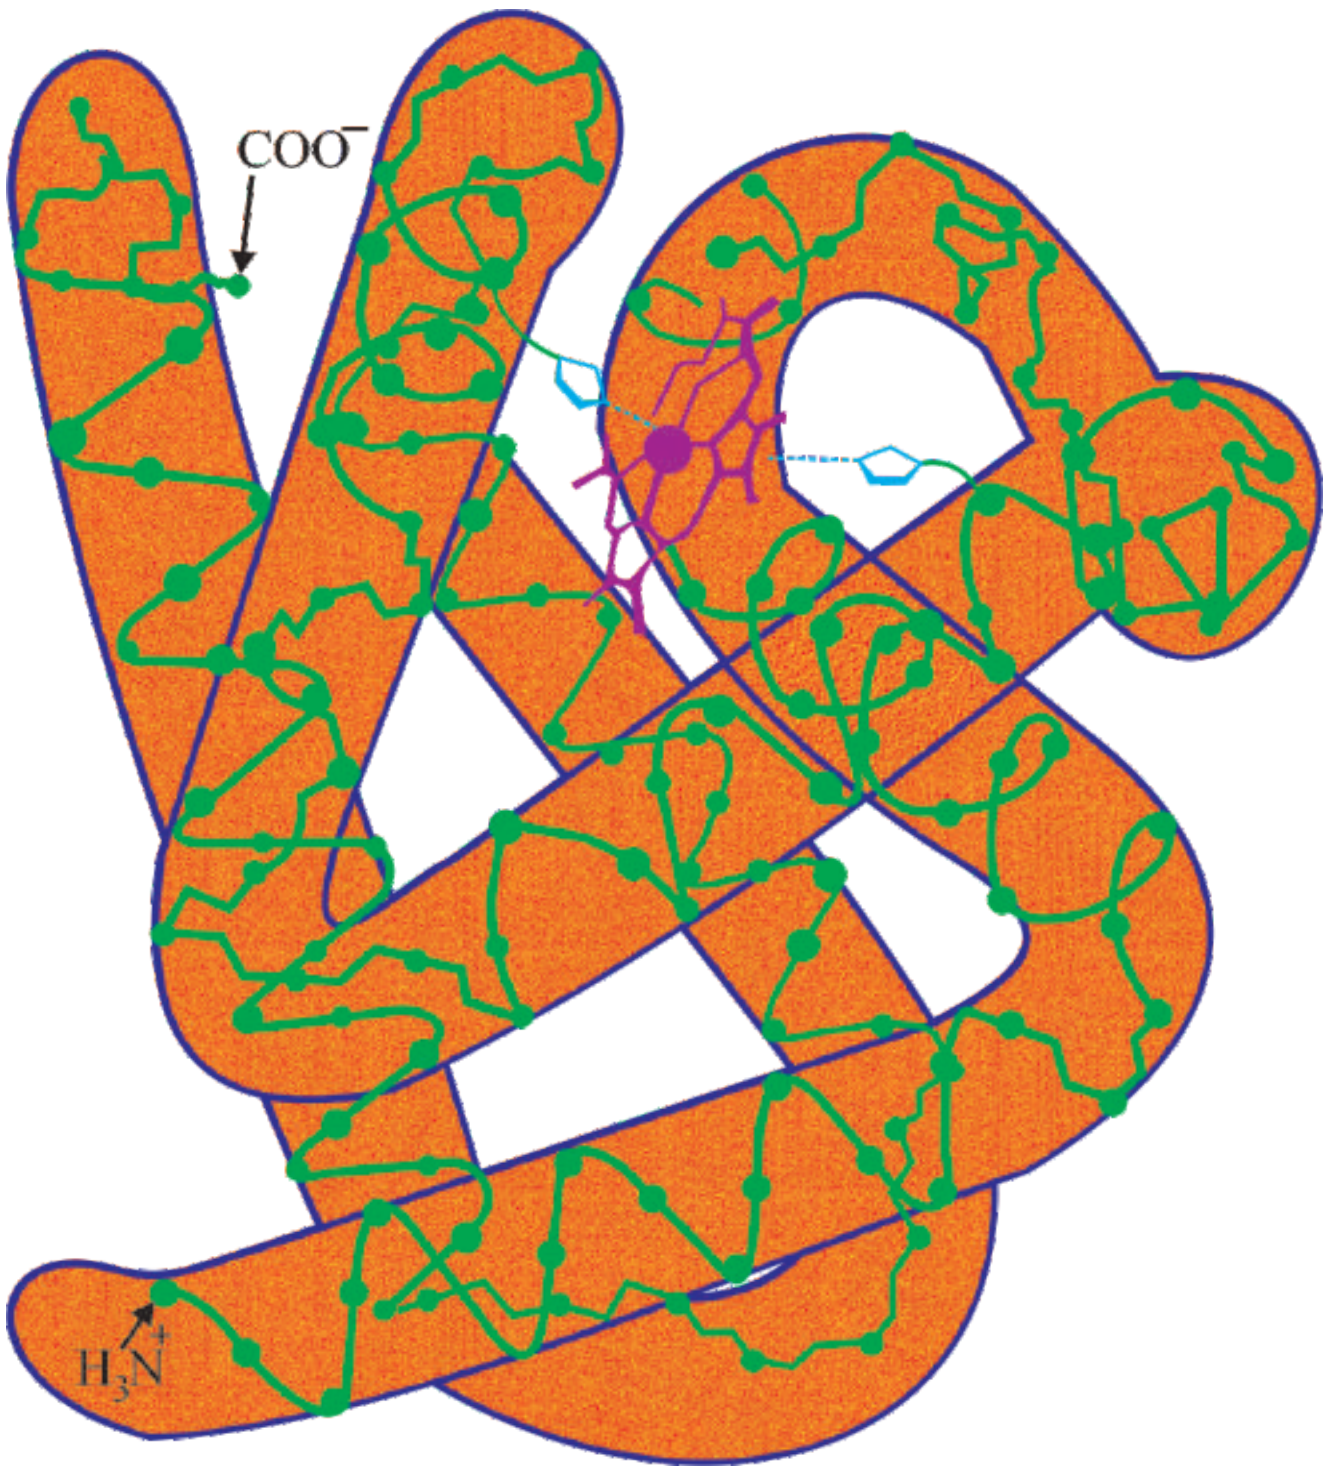

Fig. 7.5 Tertiary structure of myglobin protein (For information only)
(3) Tertiary structure of proteins : The tertiary structure of a protein is the three dimensional arrangement of all the atoms in the protein. In this structure, long chain of polypeptides is folded at many points and forms coil shape. Side chains of amino acids are joined to each other by van der Waals' attraction forces, hydrogen bond, ionic bond and disulphide bond. Tertiary structure of myglobin protein is presented in Fig. 7.5.